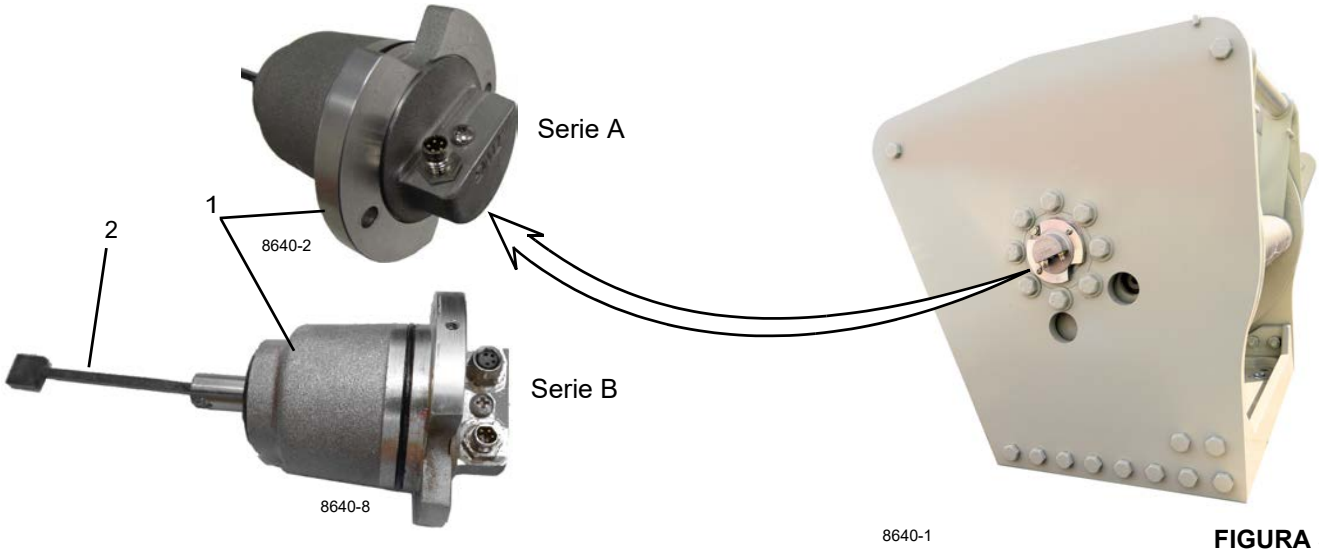

FIGURA 5-6
4. Inserte el DRI dentro del tambor. Gire el DRI (1, Figura 5-6) de modo que su eje de DRI (2) se enganche con el mando del interior del tambor.